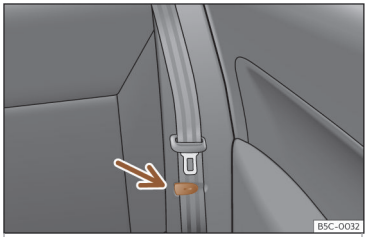

Abb. 107 Rücksitz: Bügel zum Halten des Sicherheitsgurtes.
- Befestigen Sie die seitlichen Sicherheitsgurte am Halter der Verkleidung ››› **Abb. 107**.